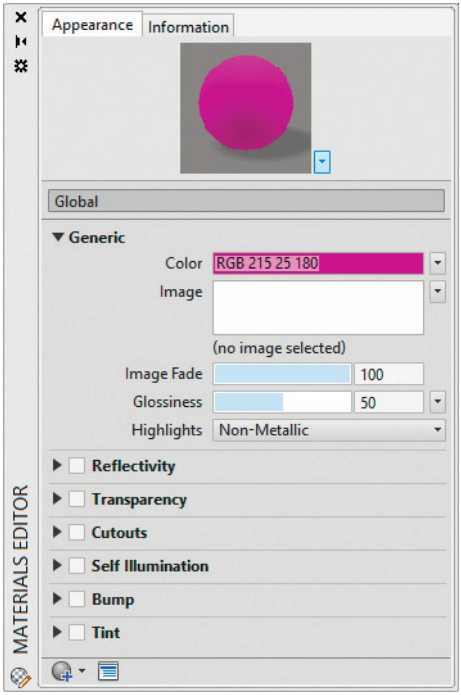
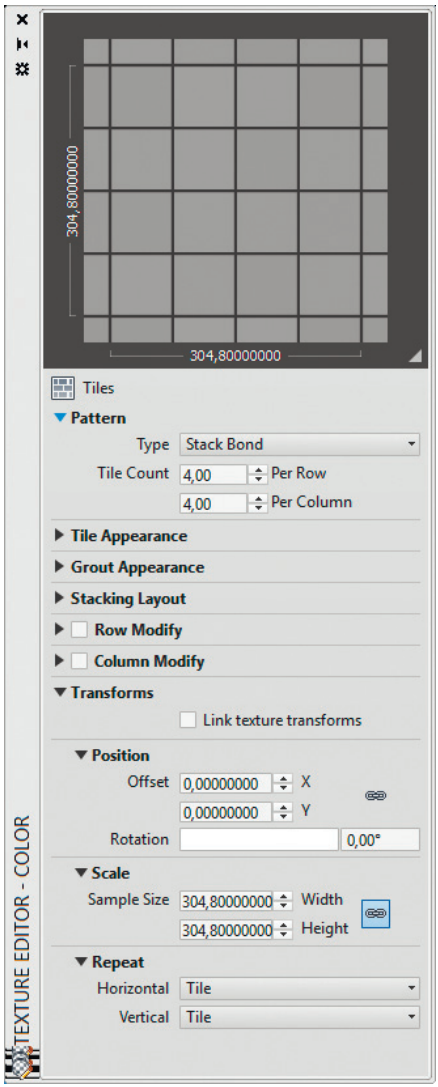

Рис. 25.25. Диалоговое окно определения материалов
Рис. 25.30. Пример палитры редактирования изображения
-  **Opens/Closes materials editor** – загрузка диалогового окна редактора материалов **Materials Editor** (рис. 25.25).
Команда **MATEDITOROPEN**, позволяющая определять *материалы*, вызывается из падающего меню **View → Render → Materials Editor**. Эта команда загружает редактор материалов **Materials Editor** (см. рис. 25.25).
Содержимое редактора материалов зависит от типа выбранного материала и шаблона. Для типового материала **Global** доступны следующие параметры (см. рис. 25.25).
Адаптируемая палитра редактирования изображения **Texture Editor** предоставляет возможность создания сложных узоров с заданными свойствами текстуры (рис. 25.30). Палитра загружается при щелчке на образце текстуры в редакторе материалов **Materials Editor** (см. рис. 25.25).